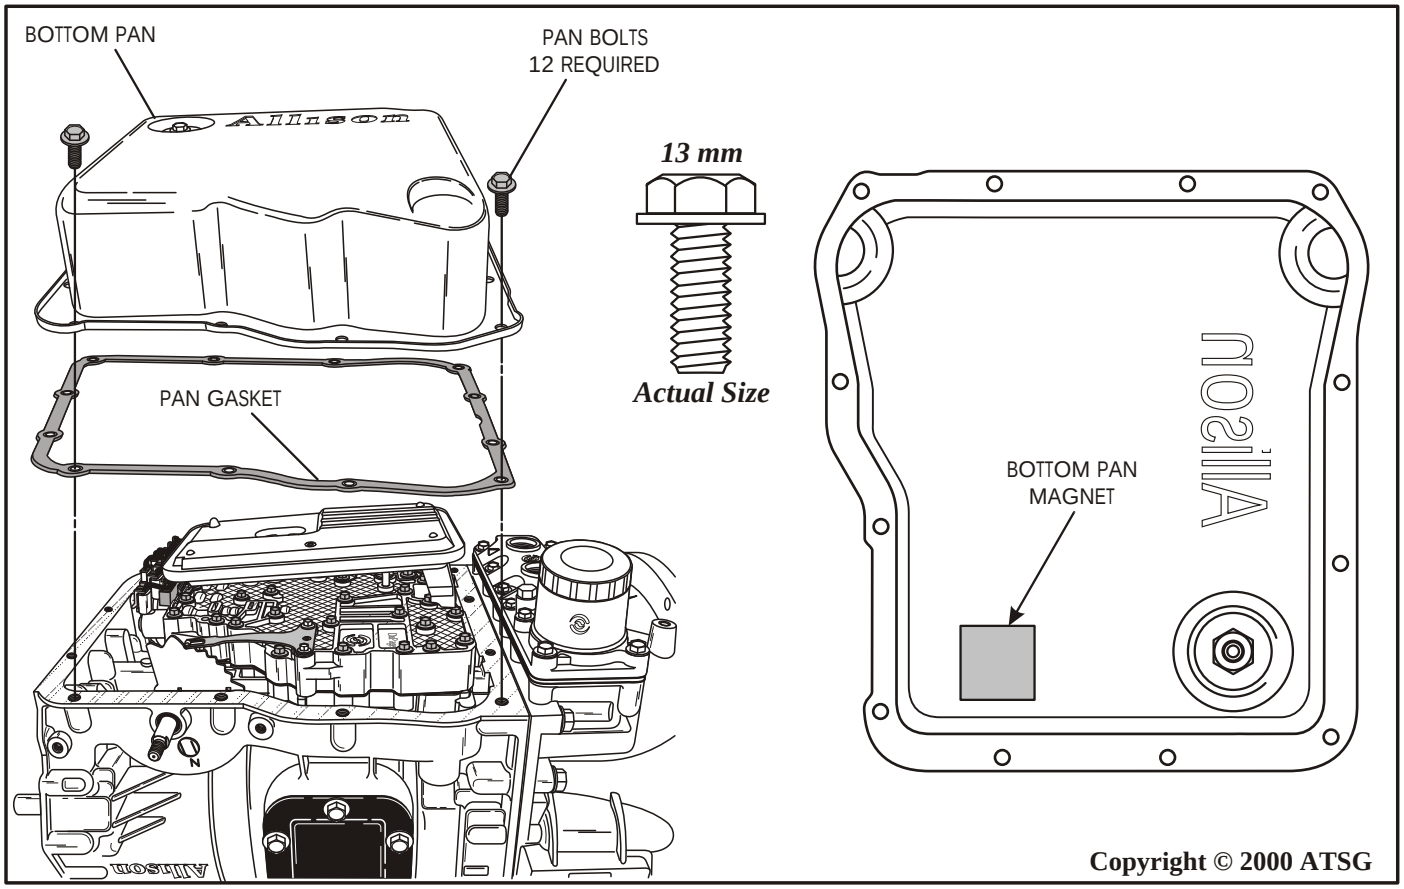

Figure 175
61. Install a new bottom pan gasket onto the case, as shown in Figure 175.
62. Install the bottom pan magnet into the bottom pan in the location shown in Figure 175. ***Note: Magnet location in the bottom pan is very important to perform properly.***
63. Install the bottom pan and twelve bottom pan retaining bolts, as shown in Figure 175.
64. Torque all of the bottom pan retaining bolts to 27 N.m, (20 ft.lb.) (See Figure 175).